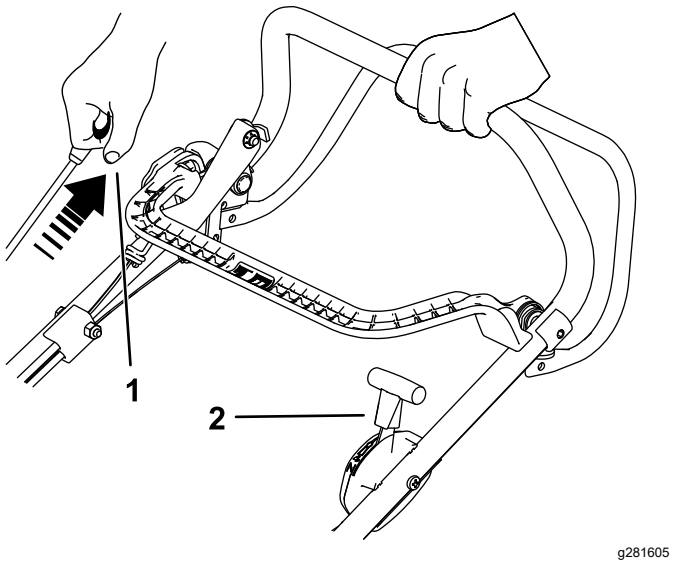

Rysunek 15
2. Pociągnij za uchwyt rozrusznika do momentu wyczucia oporu, a następnie pociągnij go gwałtownie w celu uruchomienia silnika. Jeżeli silnik był uruchamiany w pozycji ssania, po jego uruchomieniu powoli przesuń dźwignię przepustnicy do pozycji SZYBKO (Rysunek 15).